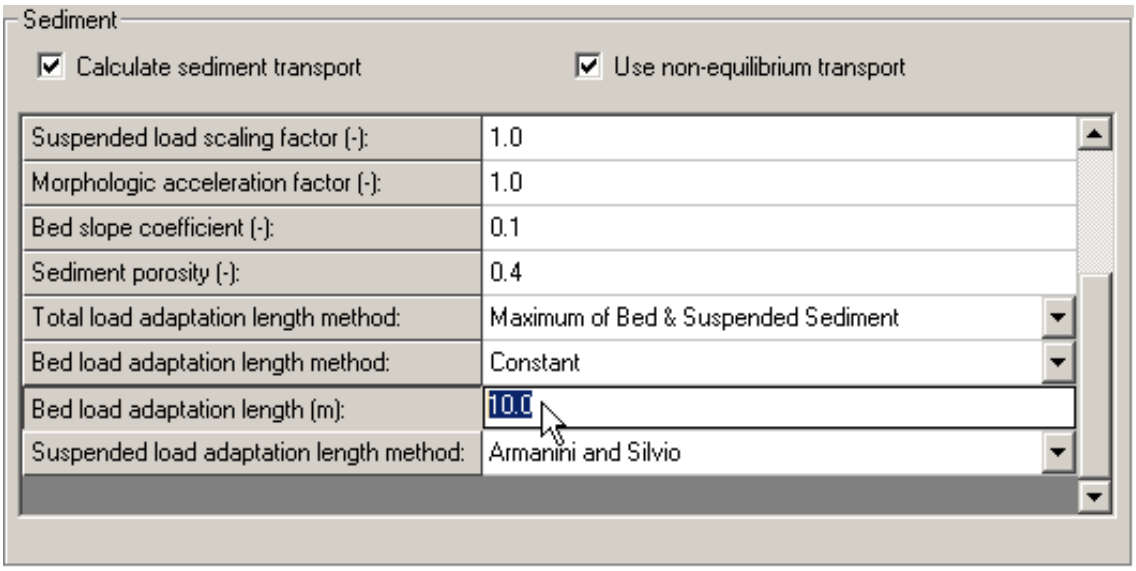

Figure 44. Lower section of Sediment transport parameters. Note the Bed load adaptation length method can be a constant length or depth dependent.
3. Set the *Sediment* parameters to those indicated in Figure 44, of which all but Bed Slope (0.1) are set to default parameters,
4. Figure 44 illustrates the bottom parameters to set for the NET & Advection-Diffusion formulation setup, which include the adaptation formulation and length,